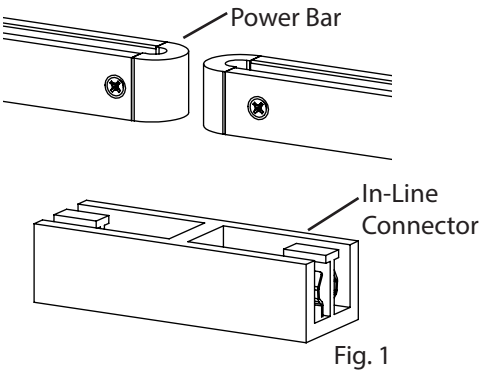

Fig. 1
1. Align **In-Line Connector** with **Power Bar** (Fig. 1) and press down firmly on the top of the Power Bars, while pressing up on the bottom of the Connector until the Power Bars clicks into place (Fig. 2).